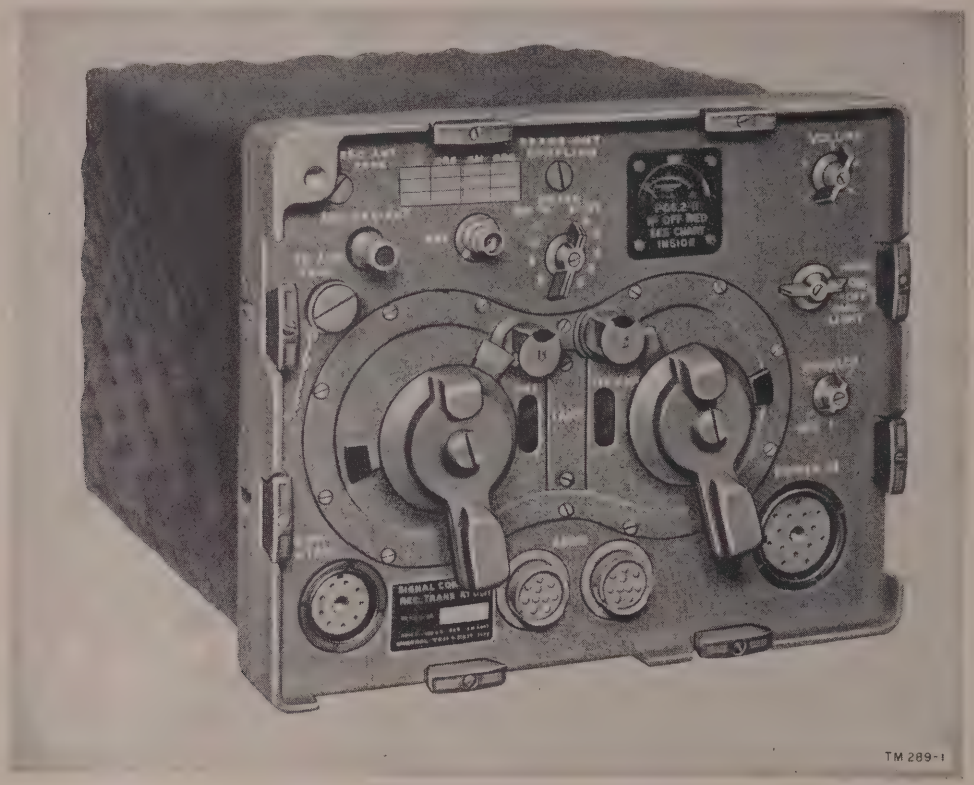

Figure 4. Receiver-Transmitter RT–66/GRC.
b. The Set 1 receiver-transmitters are very similar in structure, function, and detailed circuit and mechanical arrangement; they differ from each other only in their operating frequency range and in the components which determine the frequency range. Hence, Receiver-Transmitter RT–66/GRC (fig. 4) is similar externally to the other receiver-transmitters except for the calibrations of the tuning dial and nameplate designation. Characteristics pertinent to system operation are listed in paragraph 5; complete information on the receiver-transmitters is contained in a separate technical manual.
d. Mechanically, the receiver-transmitters are panel-chassis assemblies inclosed in a metal case (fig. 4). The bottom of the case is fitted with channel rails which are used to secure the unit to the vehicular mounting (par. 32). When the case is removed, the r-f and i-f (intermediate-frequency) chassis assemblies are available at either side of the unit (figs. 52, 53, and 54). All tubes are mounted on these vertical chassis.